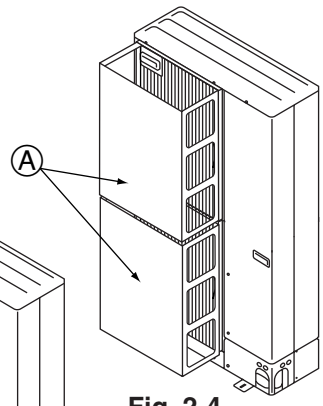

Fig. 2-4
② Installer un guidage d'air et un guidage de sortie d'air en option si l'appareil a été placé à un endroit où les vents violents d'un typhon, etc. peuvent directement s'engouffrer dans la sortie d'air. (Fig. 2-4)